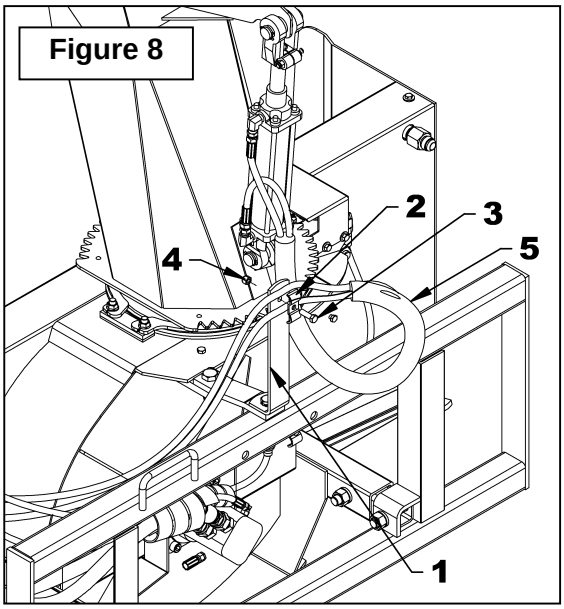

Figure 8
9. **Figure 8:** Fixer les boyaux au support de boyau (item 1) avec la crampe (item 2), le boulon 3/8" x 1 1/4" lg (item 3) et l'écrou à bague de nylon (item 4) en laissant assez de longueur de boyau pour permettre une rotation complète de la chute. Installer le protecteur de boyaux (item 5) tel qu'illustré.